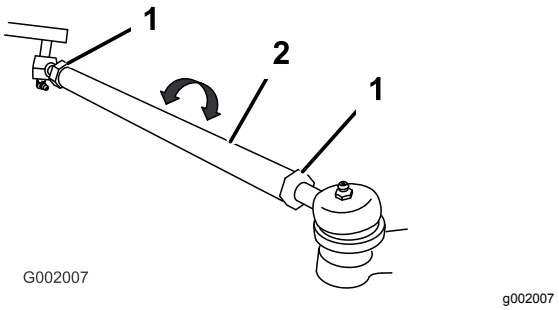

Figuur 49
5. Als deze afstand buiten het gespecificeerde bereik valt, moet u de contramoeren aan beide uiteinden van de trekstangen losdraaien (Figuur 49).